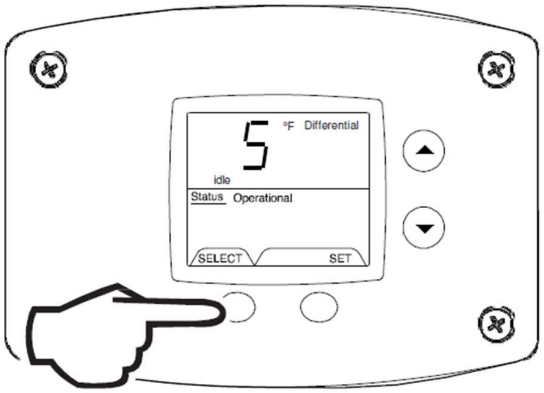

Fig. 43
6. Differential (Display only – shows the differential ofthe thermostat) (Fig. 43).